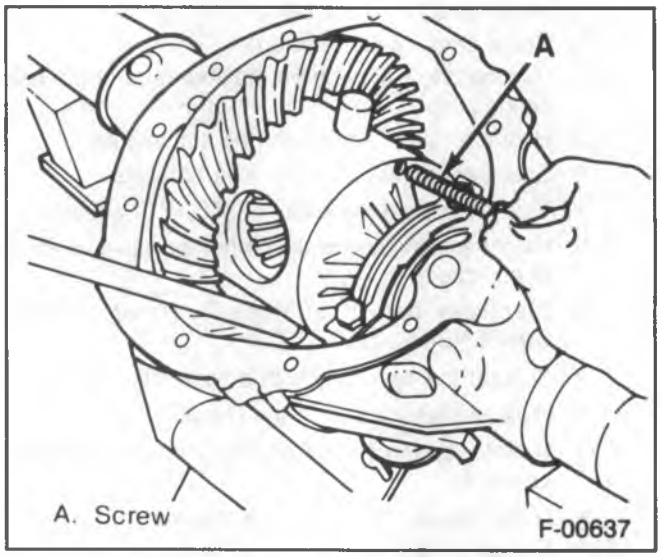

Figure 8—Removing the Lock Screw
2. Brake drum (10).
3. Carrier cover (19).
4. Screw (A) (figures 8 and 9).
5. Pinion shaft (B).
- Remove the shaft (B) from the case on vehicles without a locking differential.